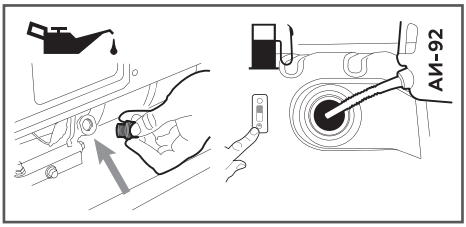

Рис. 10 Проверка масла и топлива перед запуском
2. Проверьте уровень масла в картере двигателя и наличие топлива в топливном баке (Рис. 10).
При возникновении аварийной ситуации, для экстренной остановки двигателя генератора переведите выключатель зажигания в положение «O» (ВЫКЛЮЧЕНО) (Рис. 10).